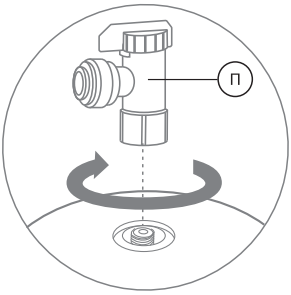

Рис. 21
4. Накрутите вентиль на резьбовой штуцер бака, используя идущую в комплекте уплотнительную шайбу (рис. 21). Запрещается применение дополнительных уплотнительных материалов, таких как фум-лента, сантехнический лен, герметик.